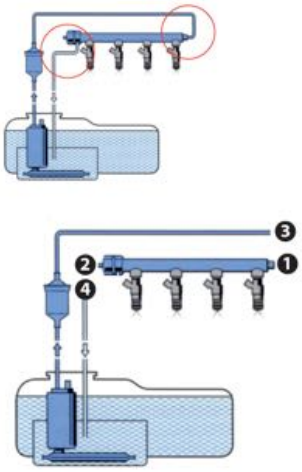

Abbildung 4 Schema Commonrail
- Verbinden Sie den Maschinenausgangsschlauch (rot, Press) mit dem Kraftstoffeingang auf dem Common Rail 1 (Abbildung 4).